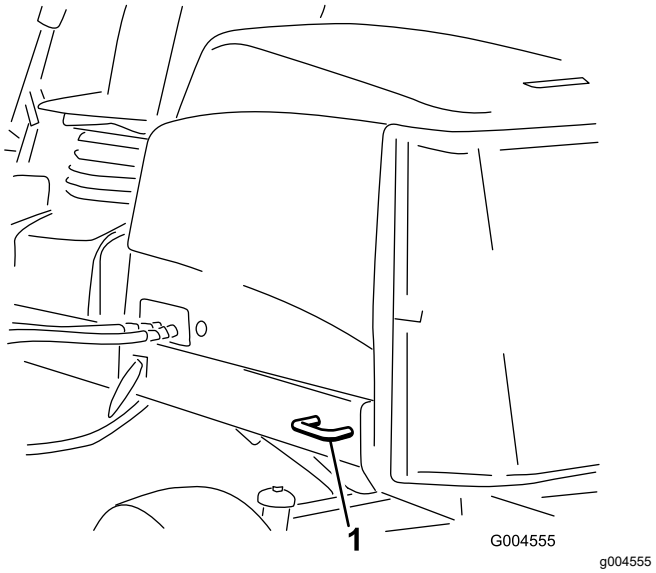

Rysunek 35
- Z tyłu — z każdej strony maszyny na tylnej ramie (Rysunek 35).